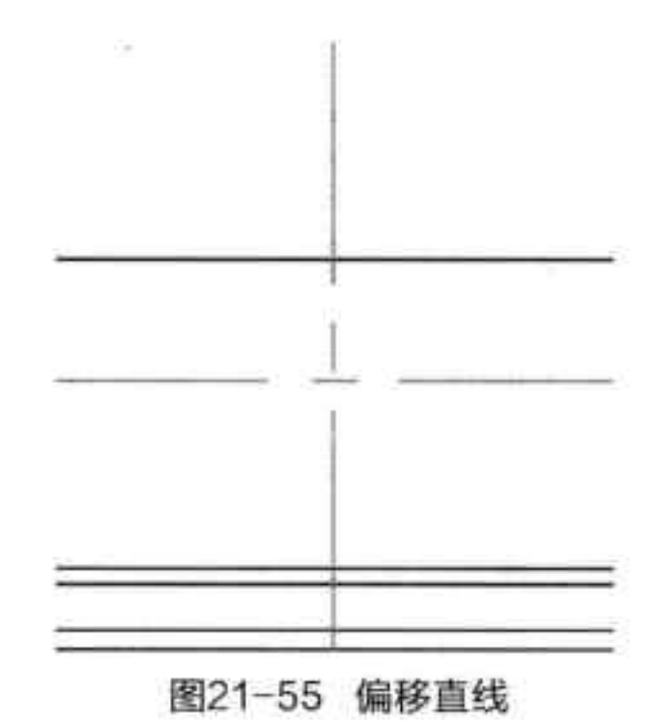

图21-55 偏移直线
Step 14 执行“偏移”命令，以偏移后的线段为起始边，依次向上偏移 2 和 46，如图 21-55 所示。